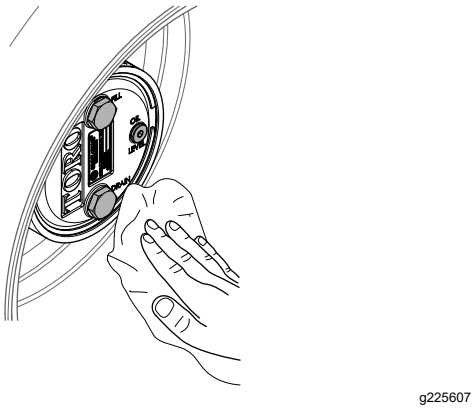

Figur 105
3. Torka av planetväxeln och bromshusen (Figur 105).